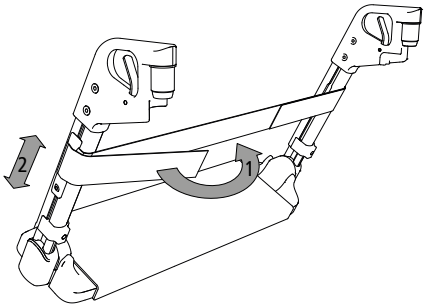

afb. 9
1. Voer de kuitband aan de buitenkant van de beensteunen door de plastic bevestigingsvoorziening (1, afb. 9).
2. Draai de inbusbout aan de plastic bevestigingsvoorzieningen. Nu kunt u de kuitband naar de gewenste hoogte brengen (2, afb. 9).